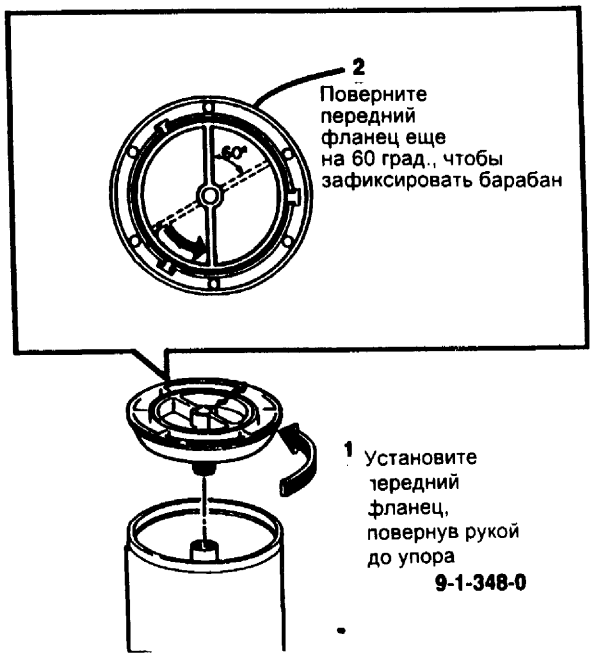

Рис. 4 Установите барабан
2. (Рис. 4) Установите барабан.